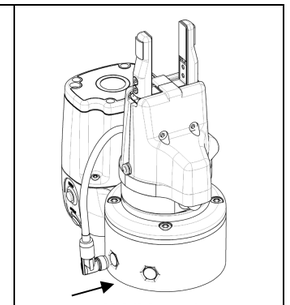

Abbildung 4
- Befestigen Sie den Anschluss wie in **Abbildung 4**.